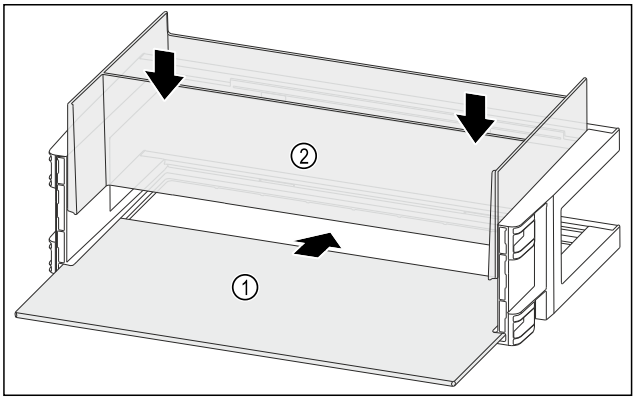

Fig. 126
▶ Împingeți în interior raftul *Fig. 126 (1)* în degajările laterale.
▶ Introduceți organizatorul *Fig. 126 (2)*.